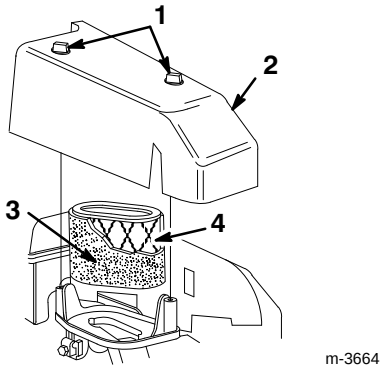

Abbildung 22
3. Zwei Knöpfe entfernen, mit denen die Luftfilterabdeckung am Motor befestigt ist (Abb. 22).
4. Die Abdeckung entfernen und gründlich reinigen (Abb. 22).
6. Den Vorfilter vorsichtig mit einem milden Waschmittel und Wasser waschen, wenn er schmutzig ist. Den Vorfilter in klarem Wasser spülen und trocknen lassen (Abb. 22).
8. Den Vorfilter über dem Papiereinsatz anbringen (Abb. 22).
9. Die Luftfilterabdeckung anbringen (Abb. 22).
10. Die Abdeckung mit den zwei Knöpfen sicher befestigen (Abb. 22).